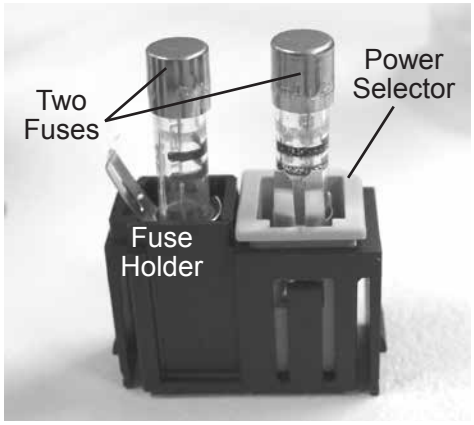

Figure MM-12 Two Fuses
2. Replace fuses with the same type and rating. Refer to Figure MM-12.